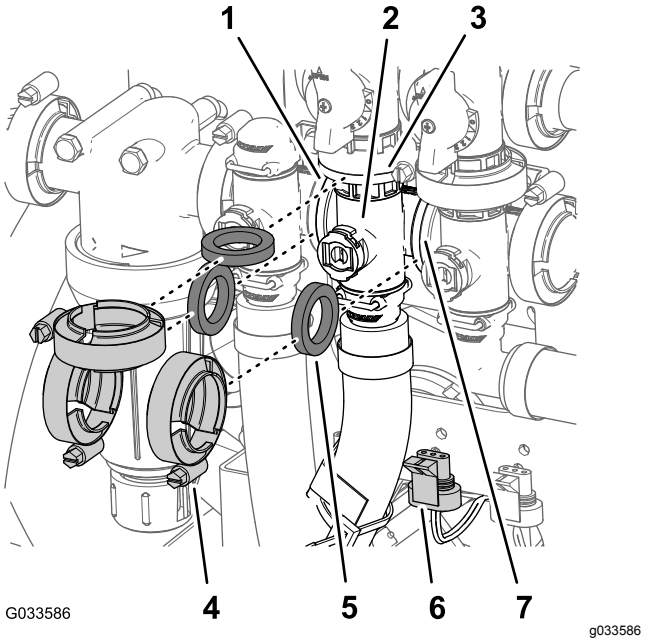

Figur 115
1. Ta bort de tre flänsklämmor och tre packningar som fäster omrörningsventilens grenrör (Figur 115) vid omrörningsöverströmningsventilen, sprutmängdsventilen och huvudsprutrampventilen.